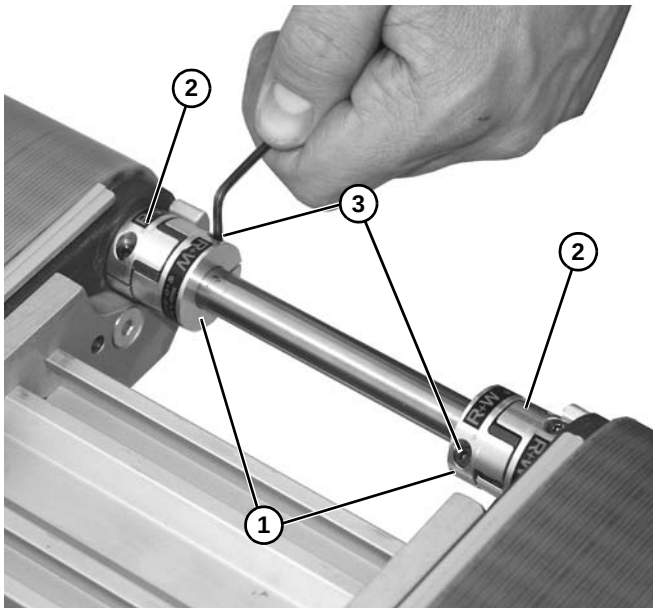

Abbildung 29
10. Beide Ende des inneren Teils der 3-Backen-Kopplung **(Abbildung 29, Teil 1)** auf die Gegenfläche der äußeren 3-Backen-Kopplung **(Abbildung 29, Teil 2)** schieben und mit Klemmschrauben **(Abbildung 29, Teil 3)** sichern. Schrauben auf 2 Nm festziehen.